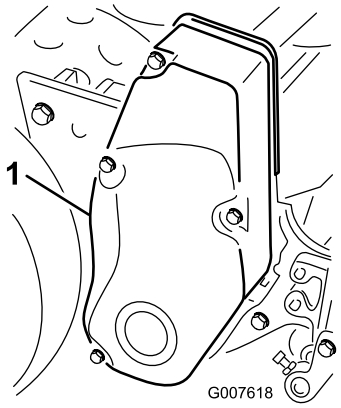

Figur 35
1. Ta bort fästskruvarna på remkåpan och sedan remkåpan så att remmen blir synlig (Figur 35).